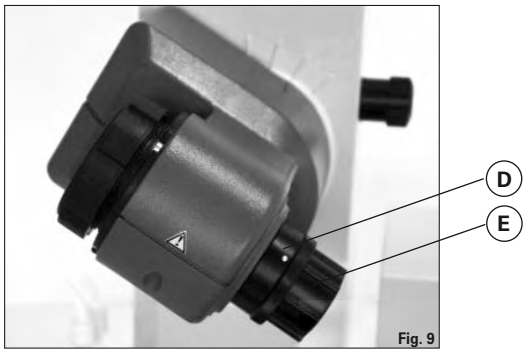

Fig. 9
☞ Öffnen Sie die Arretierung des Dampfdurchführungsrohres (D) durch Drehung um 60° gegen den Uhrzeigersinn (Fig. 9).